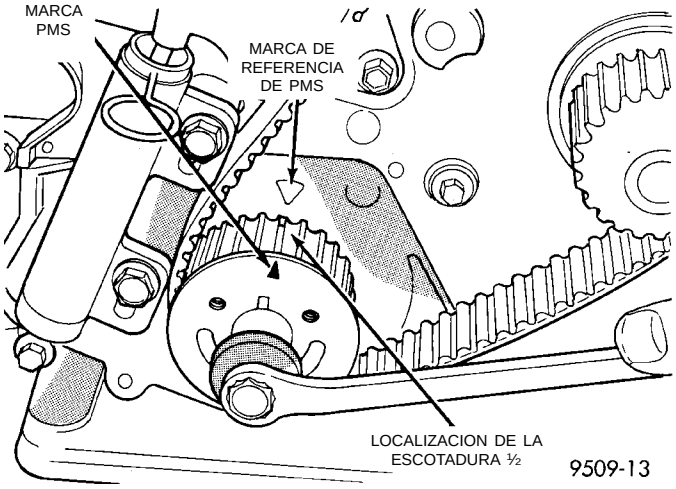

Fig. 52 Ajuste de la rueda dentada del cigüeñal para la instalación de la correa de distribución
(6) Mueva el cigüeñal a la marca del medio antes del PMS (Fig. 52) para la instalación de la correa.
(7) Instale la correa de distribución. Comenzado en el cigüeñal, gire por la rueda dentada de la bomba de agua y después alrededor de la rueda dentada del árbol de levas.
(8) Mueva la rueda dentada del cigüeñal al PMS para achicar la holgura de la correa. Instale el tensor para trabar, pero no apriete los dispositivos de fijación.